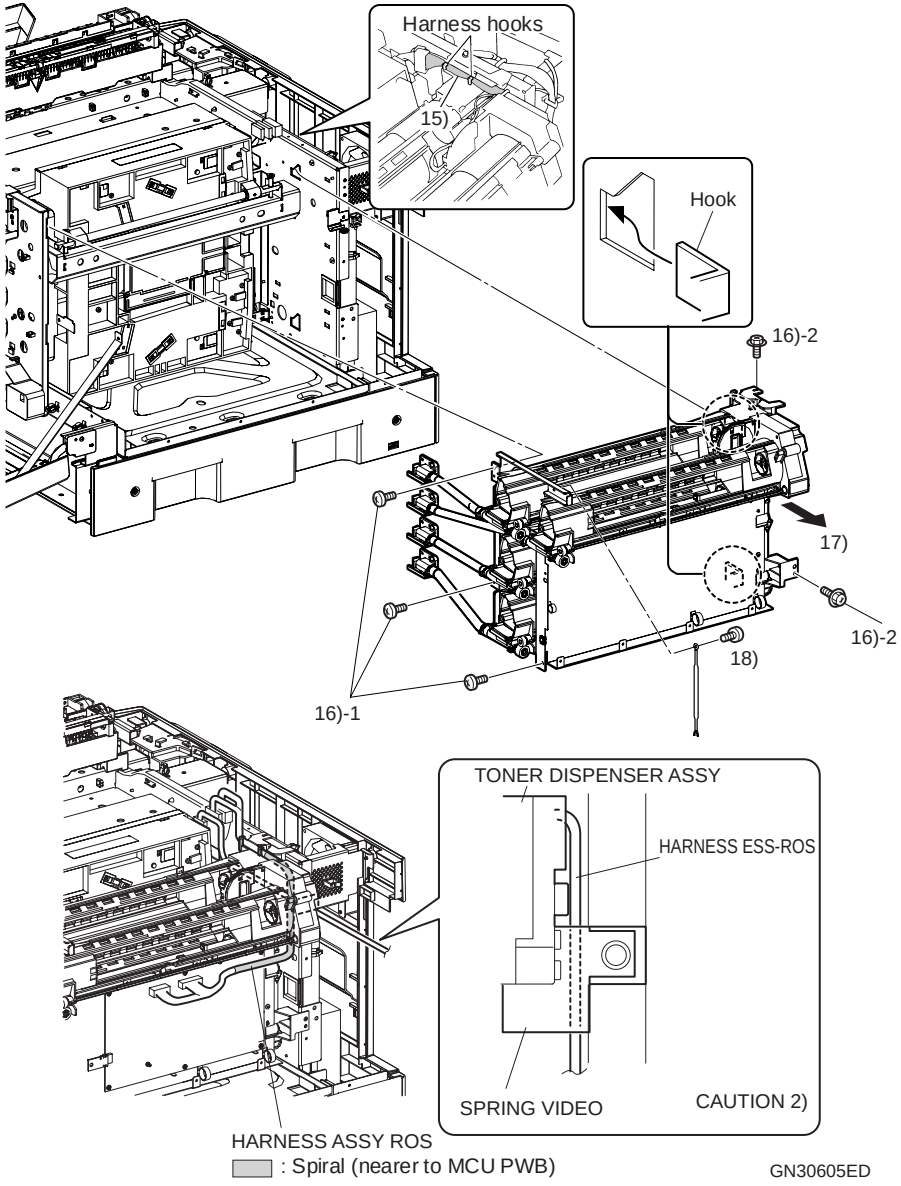

Figure 4-78. Removing the TONER DISPENSER ASSY (2)
2. When installing the TONER DISPENSER ASSY, refer to Figure 4-78, route the HARNESS ESS-ROS into the far side of the TONER DISPENSER ASSY, and being careful not to get it pinched by the TONER DISPENSER ASSY.